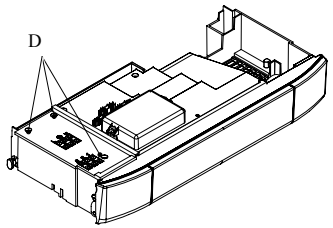

Fig. 6.7
4. Loosen the screws D and remove the service panel (Fig. 6.7).
4. Ослабьте болты D и снимите сервисную панель (рис. 6.7).